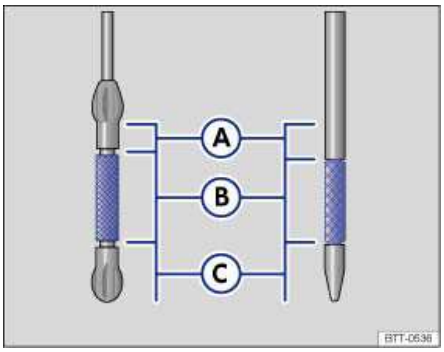

Fig. 140 Oil dipstick with engine oil level marks.
7. Remove the dipstick again and read the oil level on the dipstick ⇒ fig. 140 as described below:
13. After adding oil, the level must at least be in the center of the ⇒ fig. 140 (B) area, but never above (A) ⇒ ⓘ.